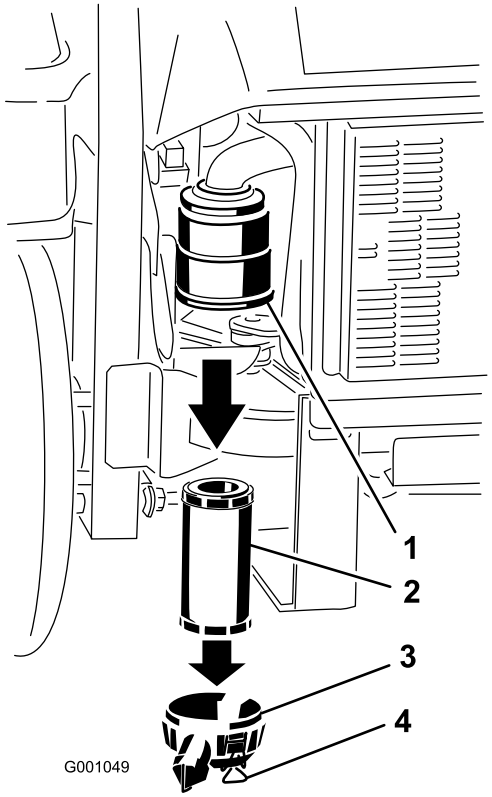

Figuur 39
3. Maak de sluitingen op het luchtfilter los en trek het luchtfilterdeksel van de luchtfilterbehuizing (Figuur 39).
5. Schuif het filter voorzichtig uit de luchtfilterbehuizing (Figuur 39). Zorg ervoor dat u niet met het filter tegen de zijkant van de luchtfilterbehuizing stoot.